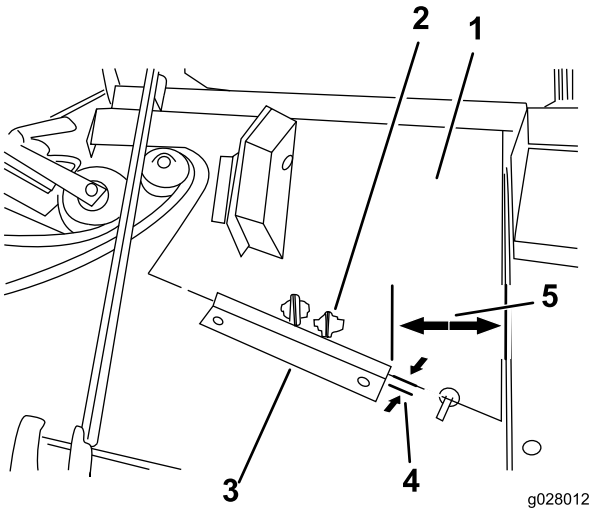

図 15
4. 図 15に示された寸法で、刈り込みデッキ上にスプリングブラケットの取り付け位置を決める。
注 カウンタバランスを、デッキのスプリングブラケットの正しいタブに取り付けてください 図 15。